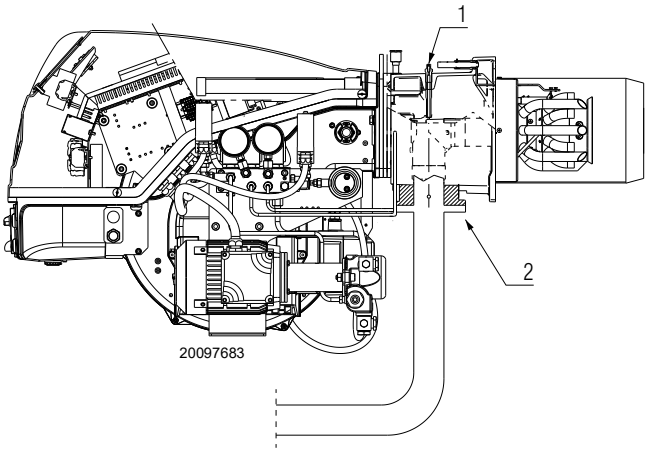

Fig. 34
Gas manifold pressure measured at test point 1)(Fig. 34), with:
– subtract the combustion chamber pressure from the gas pressure measured at test point 1)(Fig. 34).
- Gas pressure at test point 1)(Fig. 34) = 5.6” WC